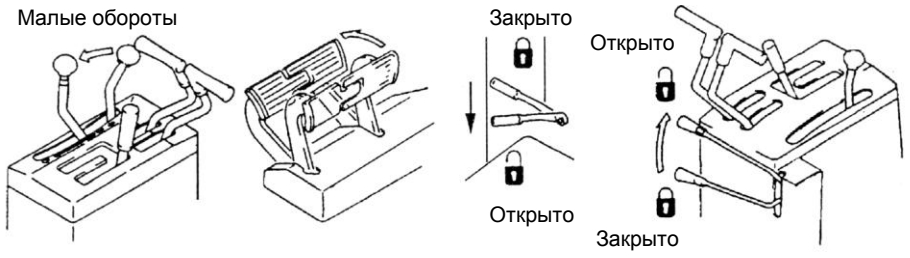

Рис. 2-10.
2.4. Остановка агрегата (рис. 2-10 … 2-11).